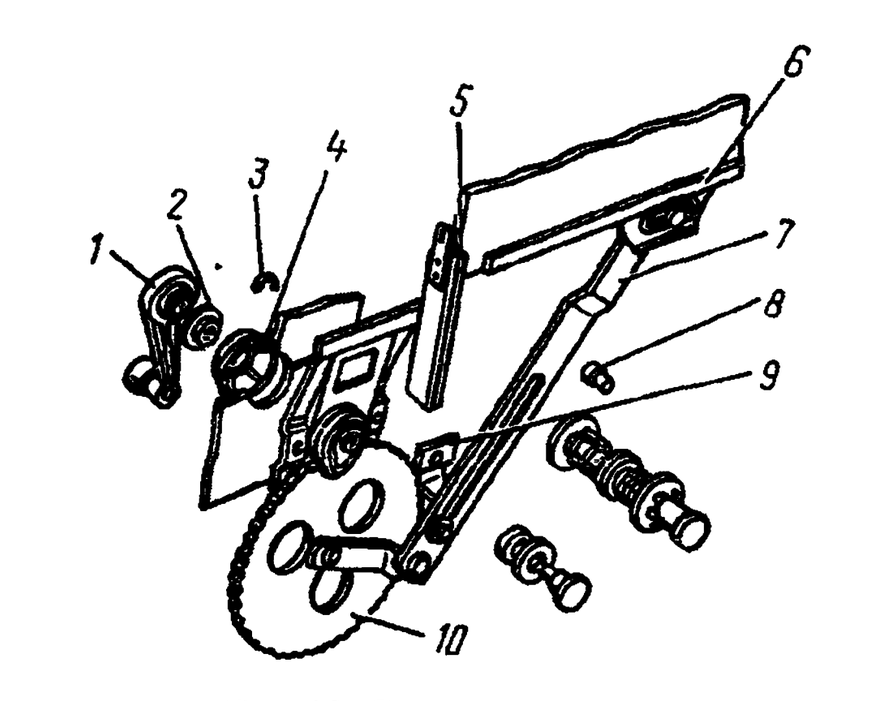

Рис. 70. Стеклоподъемник:
4. Выверните винты крепления держателя *5* уплотнителя (рис. 70) и снимите держатель
2. Снимите ручку *1* (см. рис. 70) стеклоподъемника, отжав втулку *2* с розеткой *4* и удалив чеку *3*	Отвертка, стальная проволока